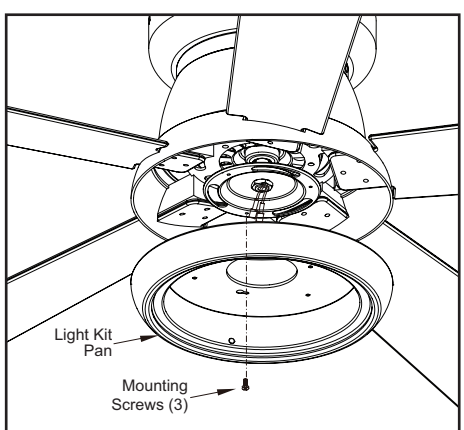

Figure 11
1. Loosen but do not remove two of three mounting screws from the fan motor assembly; Remove one mounting screw. (Figure 11)
2. Push the light kit pan up to the fan motor assembly so that the two loosened screw heads fit into the keyhole slots. Turn the light kit pan clockwise, tightened the screws. Re-install the screw that was removed in step 1 and tighten firmly. (Figure 11)